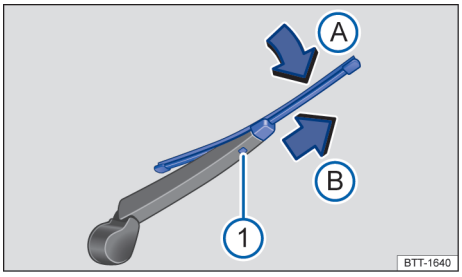

图 120 更换后风窗玻璃刮水片
– 按住分离按钮 →图 120 ①。
– 从刮水器臂上沿 →图 120（箭头 Ⓐ）的方向翻开刮水片，同时沿箭头方向 Ⓑ 拉出刮水片。可能需用点力方可拉出刮水片。
– 将**长度和结构均相同**的新刮水片逆箭头方向 →图 120 Ⓑ 插到刮水器臂上，直至其卡定。此时刮水片须处于翻开位置 →图 120（箭头 Ⓐ）。